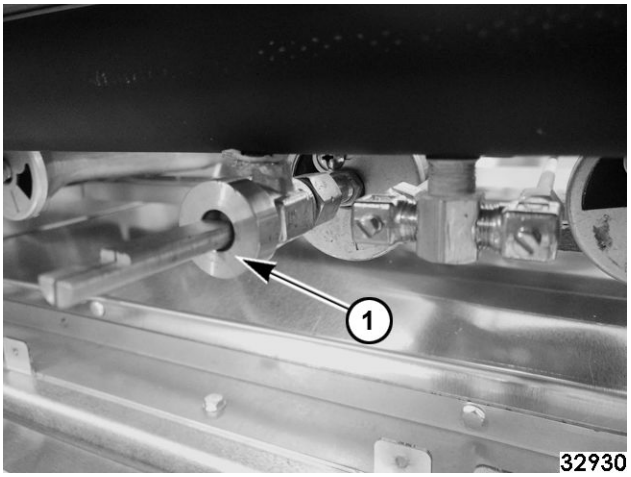

**Fig. 82**
4. Unscrew top burner control valve (1, Fig. 82) from gas manifold.